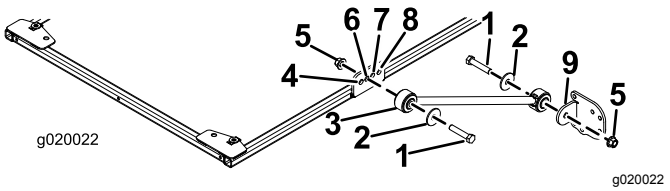

Figuur 2
2. Monteer aan beide zijden van het zonneschermframe losjes een steun in het tweede gat van de steunbeugel. Gebruik een bout (½" x 2½"), een ring (½") en een flensmoer (½") zoals getoond in Figuur 2.
3. Monteer losjes een steunbeugel aan de steunen; gebruik hiervoor een bout (½" x 2½"), een ring (½") en een flensmoer (½"); zie Figuur 2.